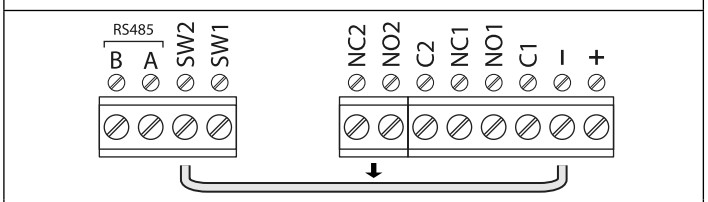

Fig. 15
5. Release the **ENTER** ⏎ button then remove the short between terminals - and **SW2**, see **Fig.15**;
5. After the red status LED stops flashing remove the short between terminals - and **SW2**, see **Fig.15**, the unit ID has been set.